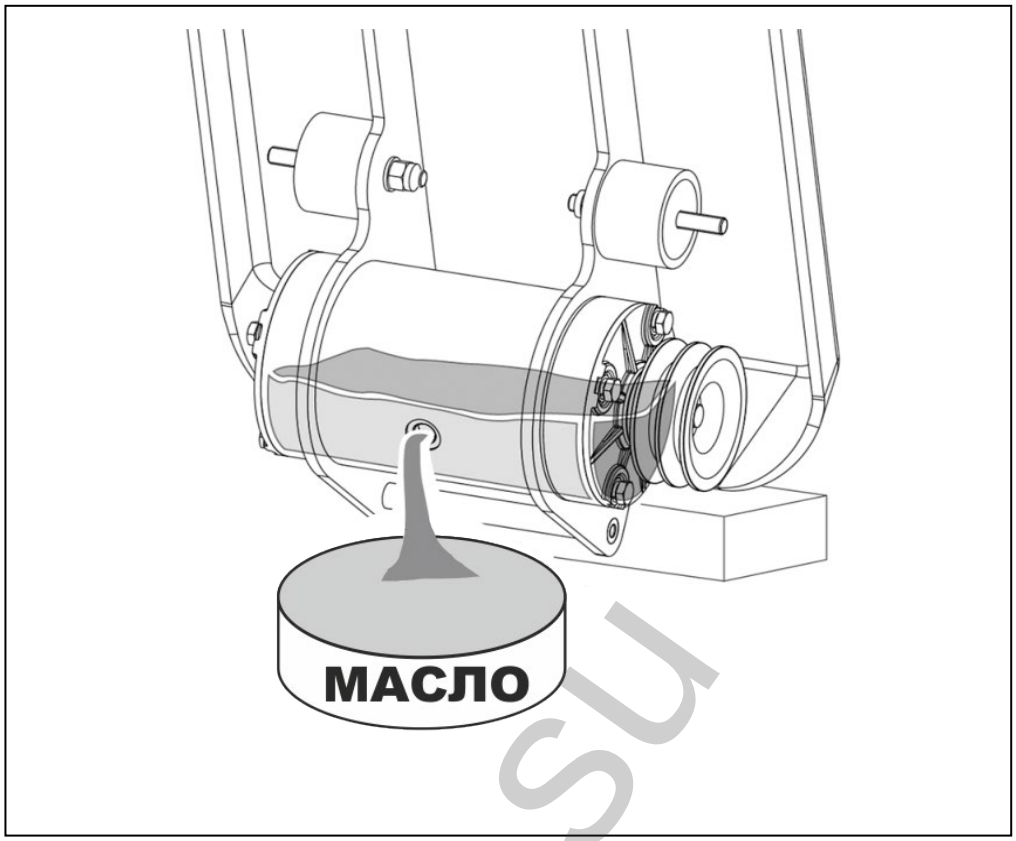

Рис. 26. Слив масла из вибратора.
6. Наклонить рабочую плиту (совместно с помощником, так как плита слишком тяжелая для одного человека) в сторону вибратора в подготовленную для этого емкость (Рис. 26).